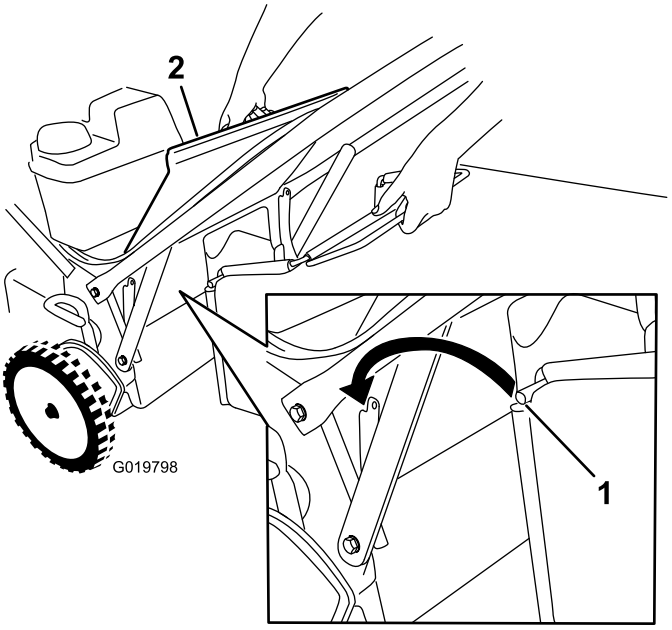

Figura 19
1. Sollevate il deflettore posteriore e tenetelo sollevato (Figura 19).
3. Installate l'asta del cesto nelle tacche alla base della maniglia e spostate il cesto avanti e indietro per accertare che l'asta sia posizionata in fondo a entrambe le tacche; vedere Figura 19.